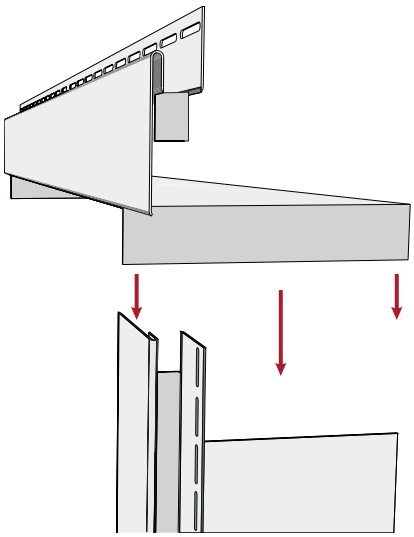

Рисунок 61
**15.14** Примерьте околооконную планку на оконном проеме, соединив ее с верхней планкой (рис. 61, 62).